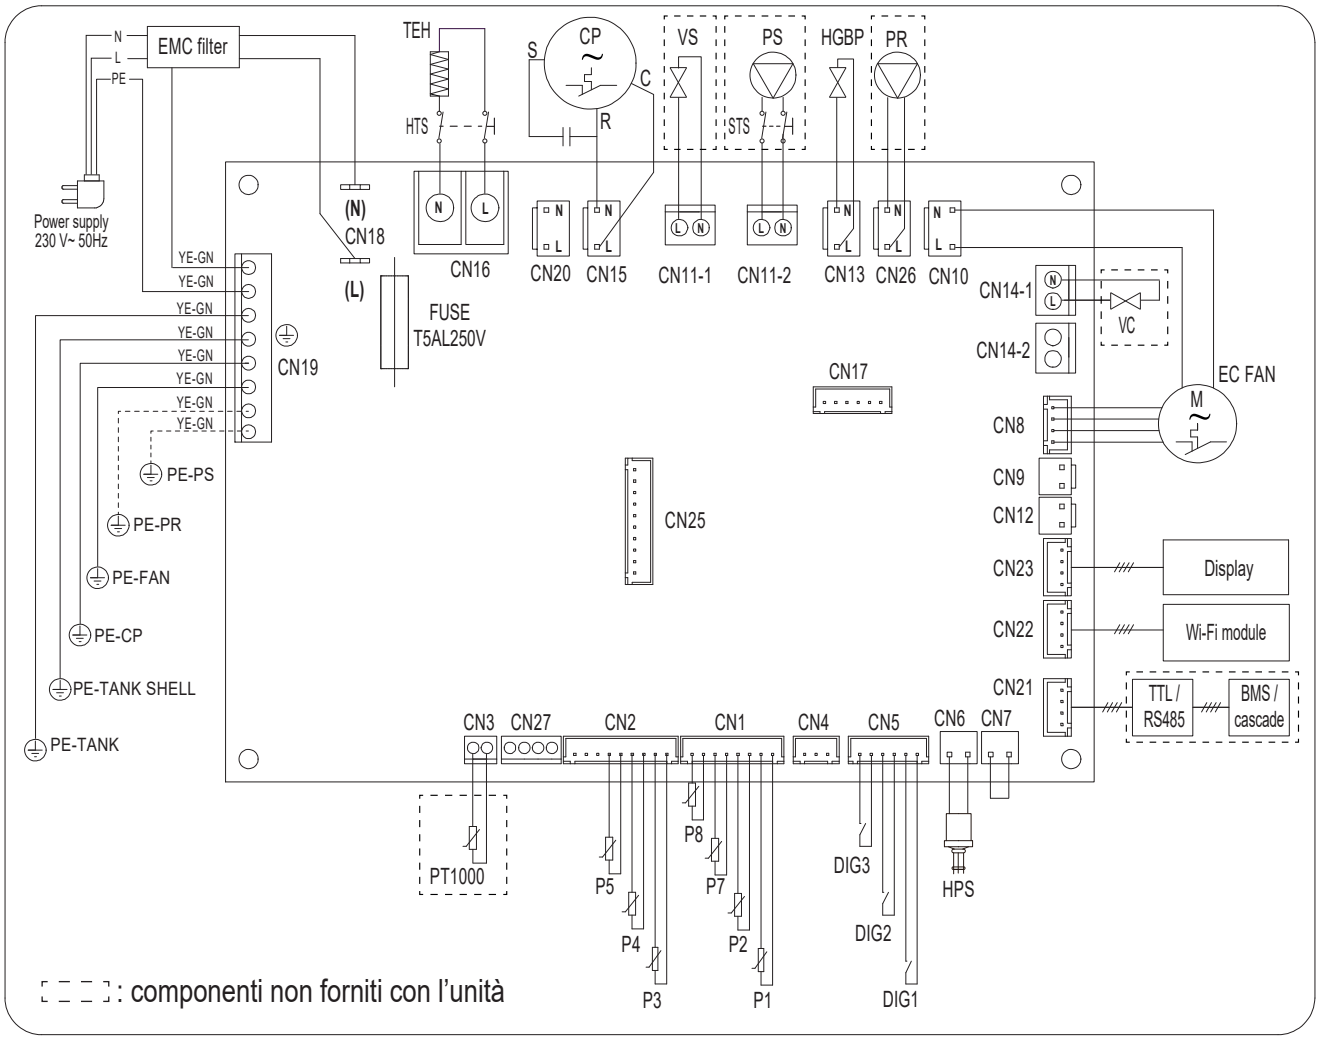

fig. 73 - Schema elettrico dell'apparecchiatura
1) La sonda PT1000 (part. 20) del pannello solare va collegata al morsetto CN3 (rif. "fig. 73 - Schema elettrico dell'apparecchiatura" a pagina 57) della scheda madre del master.
2) La pompa solare (part. 25) va collegata al morsetto CN11-2 (rif. "fig. 73 - Schema elettrico dell'apparecchiatura" a pagina 57) della scheda madre del master. L'alimentazione elettrica della pompa solare va intercettata dai termostati di sicurezza solare (uno per ciascuna unità) che vanno collegati in serie: questo per consentire il blocco della pompa solare in caso di sovratemperature in una delle unità della cascata
3) Montare una valvola solenoide normalmente chiusa (part. 32) per ciascuna unità della cascata. La valvola va collegata al morsetto CN11-1 (rif. "fig. 73 - Schema elettrico dell'apparecchiatura" a pagina 57) della scheda madre di ciascuna unità.